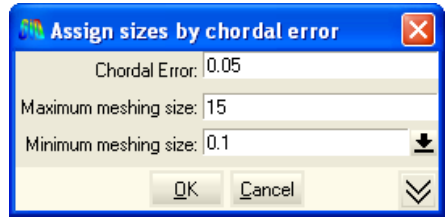

Figure 46. Chordal error windows
2. Provide the values shown in figure 46.